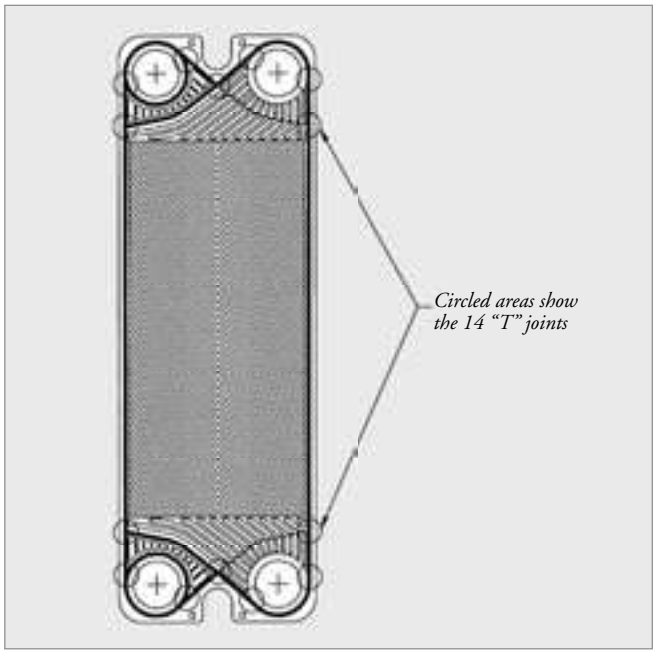

Figure 44
b) Apply spots of glue at the "T" joints (see Figure 44).